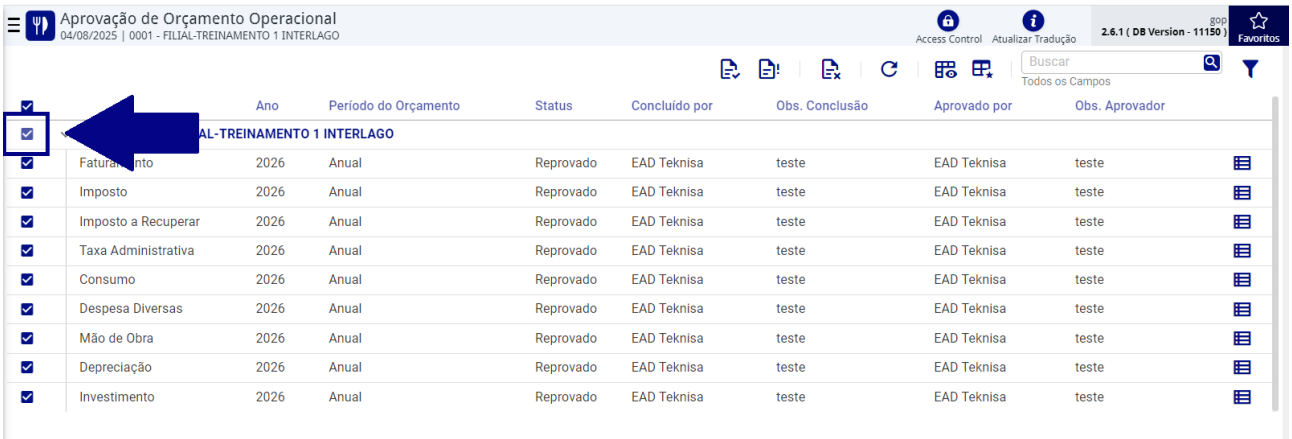

Figura 403: Seleção Unidade
- **Seleção Geral (por Unidade):** Para selecionar todos os itens operacionais de uma unidade (Figura 403) de uma só vez, marque a **caixa de seleção principal**, localizada ao lado do nome da unidade.